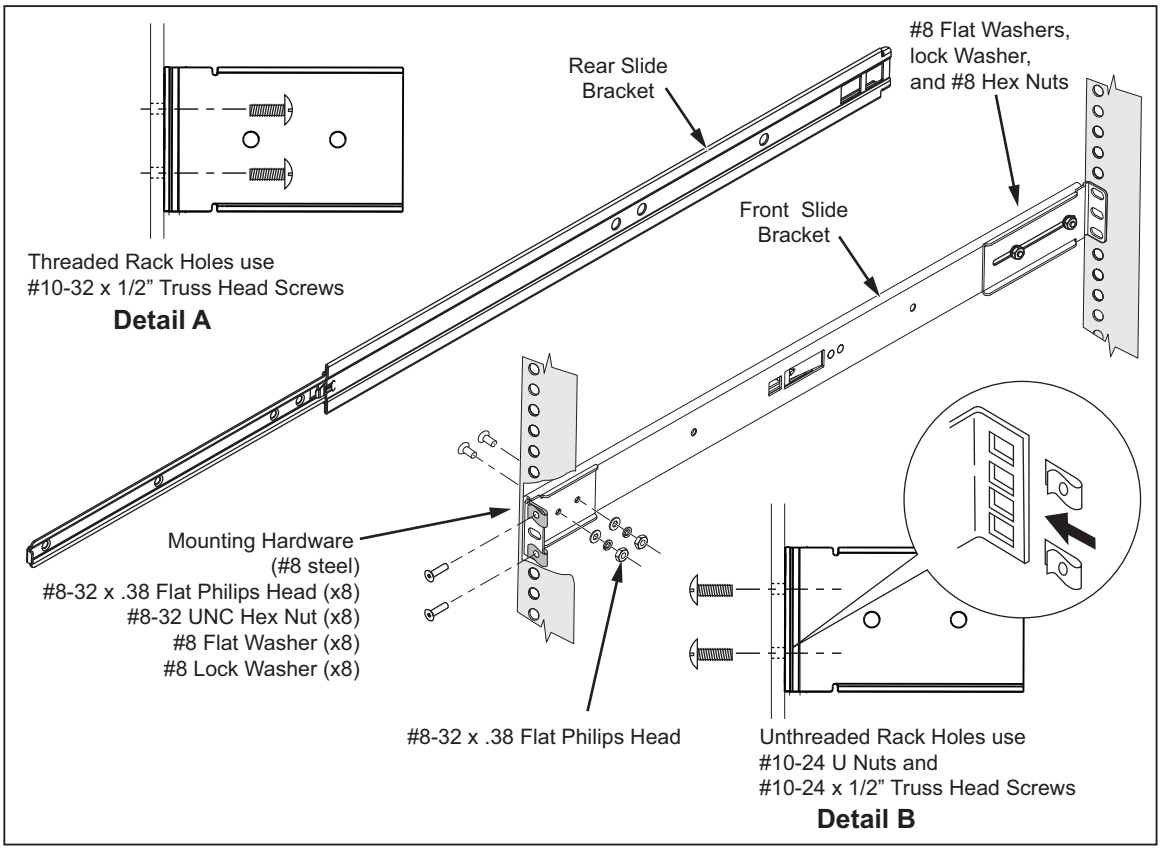
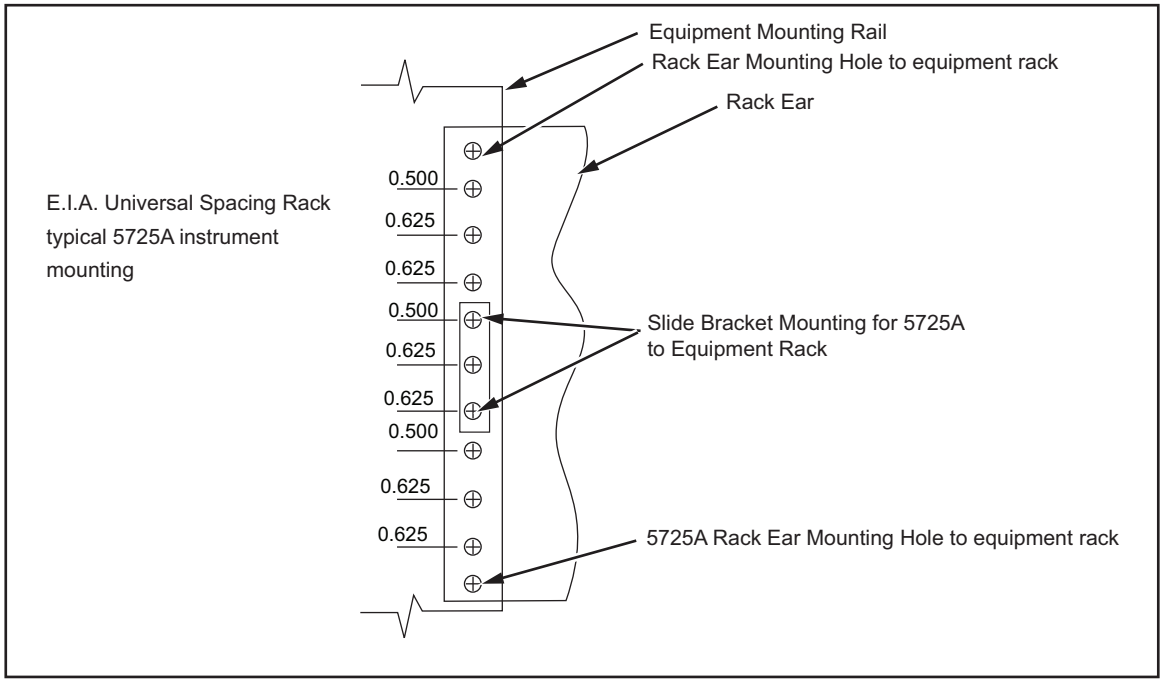

Figure 2. Installing Rack Slides
Figure 3. Typical 5725A Mounting Locations
5. Install the front slide brackets (shorter pair) to the equipment rack mounting rails as Figure 2 shows. (Refer to Figure 3 and 4 for typical mounting holes spacing.) If your rack has threaded mounting rails, use two #10-32 x ½" truss-head screws as shown in Figure 2, Detail A. If your rack has unthreaded mounting holes, use two #10-24 x ½" truss-head screws and two #10-24 U-nuts as shown in Figure 2, Detail B.
7. Attach the slides to the front brackets using two #8-32 x 3/8-inch flat Philips-head screws, two #8 flat washers, two #8 lock washers, and two #8 UNC hex nuts as Figure 2 shows. Align the slides to the rear brackets the same way as the front, except fully extend the slides to access the screw heads.